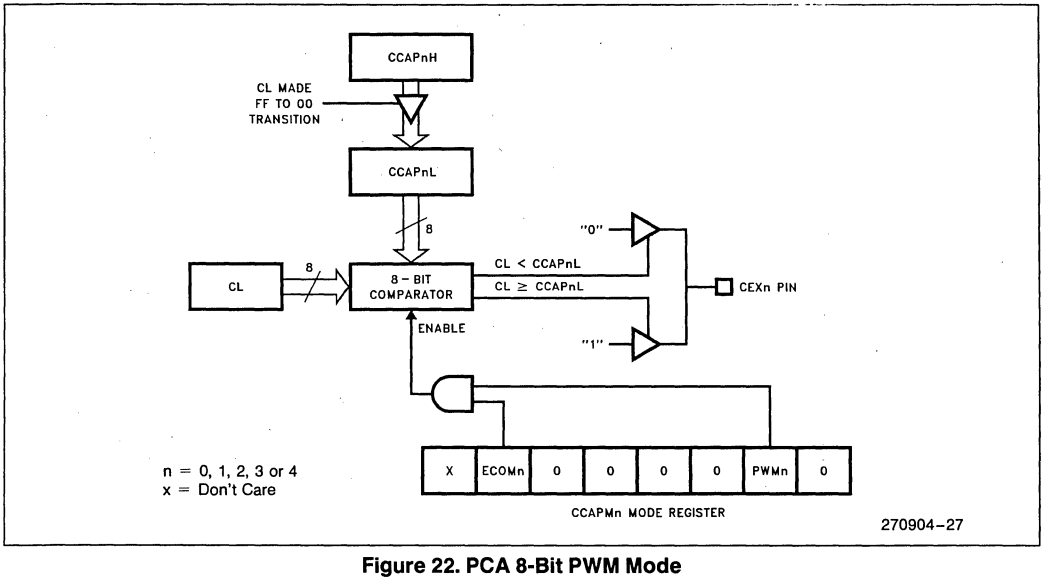

Figure 22. PCA 8-Bit PWM Mode
The PCA generates 8-bit PWMs by comparing the low byte of the PCA timer (CL) with the low byte of the module's compare registers (CCAPnL). Refer to Figure 22. When CL < CCAPnL the output is low. When CL ≥ CCAPnL the output is high. The value in CCAPnL controls the duty cycle of the waveform. To change the value in CCAPnL without output glitches, the user must write to the high byte register (CCAPnH). This value is then shifted by hardware into CCAPnL when CL rolls over from 0FFH to 00H which corresponds to the next period of the output.